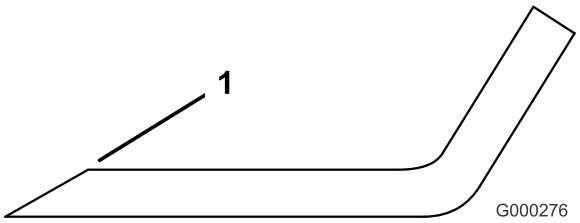

図 87
3. 全部のブレードの切っ先を丁寧に点検する。切っ先が鈍くなっていたり欠けていたりした場合には研磨する。研磨は刃先の上面だけに行い、刃の元々の角度を変えないように十分注意する図87。ブレードの左右を均等に削れば、バランスを狂わすことなく研磨を行うことができる。